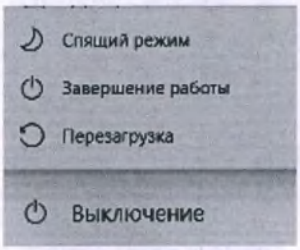

Рисунок 8.24
2.4.15.3 Для выключения ПК (Системный блок) с помощью курсора мыши нажмите кнопку в нижнем левом углу экрана монитора, затем нажмите кнопку «Выключение» и «Завершение работы», рисунок 8.24. Дождитесь выключения компьютера.